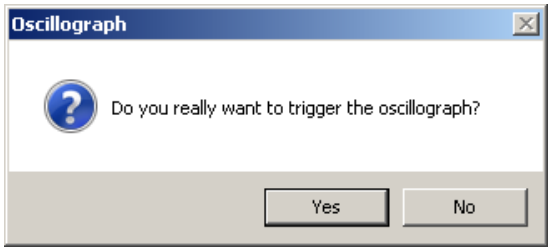

Figure 2-4 Manual Oscillograph Trigger Confirmation Dialog Screen
2. Select **Setup/Oscillograph/Trigger** from the TapTalk toolbar. TapTalk will display an Oscillograph Trigger confirmation dialog screen (Figure 2-4).